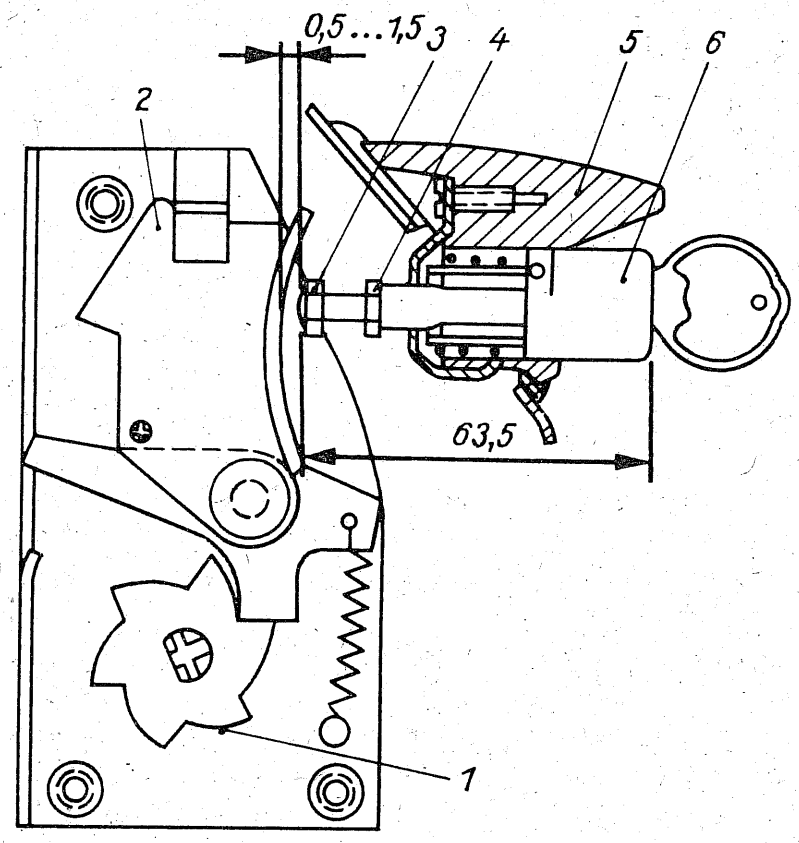

Bild 69
Türschloß: Bild 69 zeigt das Türschloß. Die hier angegebenen Maße zwischen Falle (2) und Stellschraube (3) von 63,5 bzw. 0,5...1,5 mm werden durch die Stellschraube (3) eingestellt. Am besten läßt sich das machen, wenn der Türgriff (5) abgenommen ist.